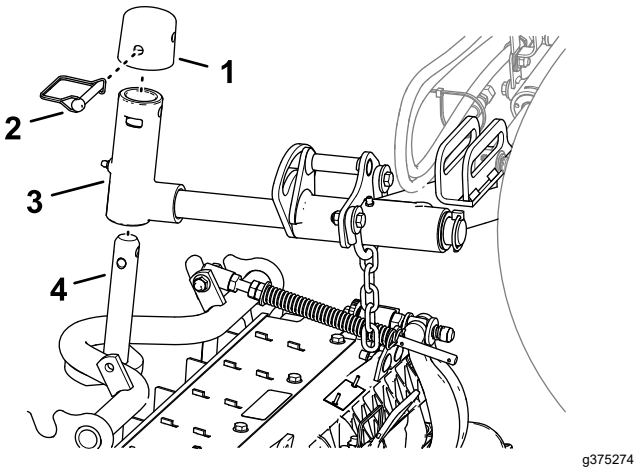

Figuur 22
1. Schuif een maai-eenheid onder de hefarm (Figuur 22).